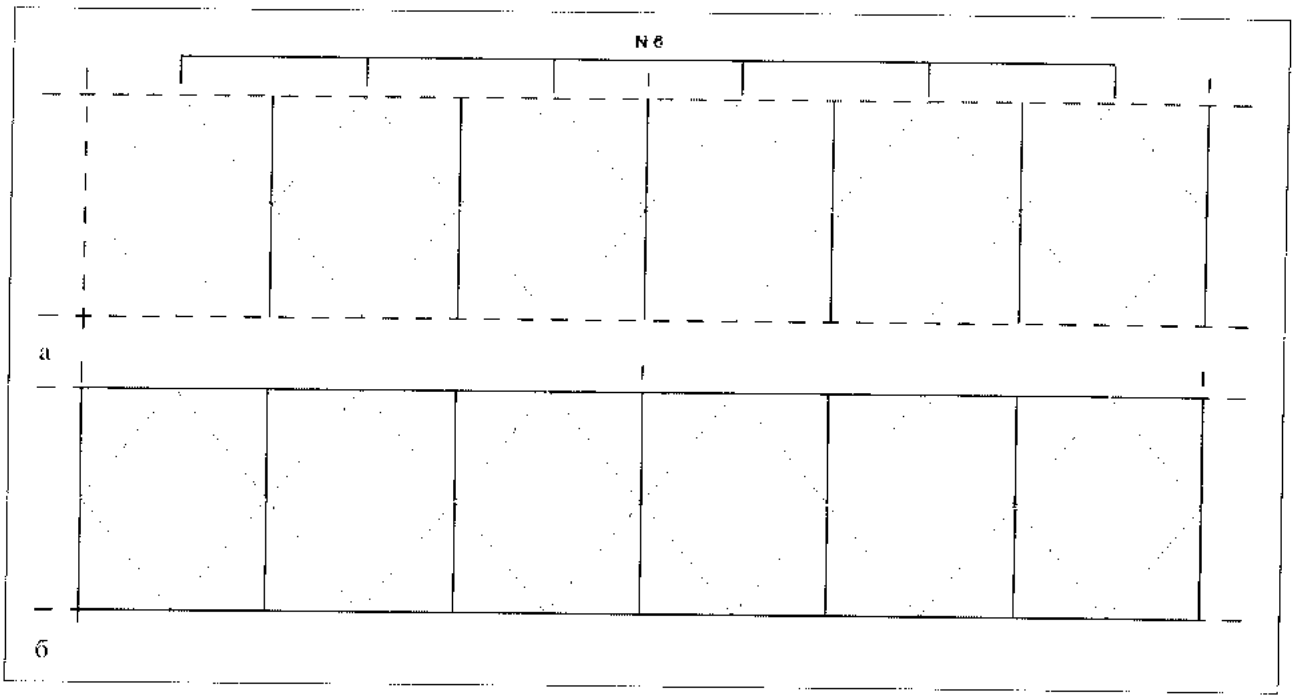

Рис. 42.40. *Завершение работы над фермой*
8. Выделить сначала любую из двух групп, а затем размер массива, после чего выбрать в строке параметров в списке **Label** значение *N*. Произойдет расширение массива с группами на полную длину фермы (рис. 42.40,а).
9. Добавить в эскиз фермы элементы наружного контура (рис. 42.40,б), выбрав на ленте **Create** в разделе **Detail** (Узел) инструмент: